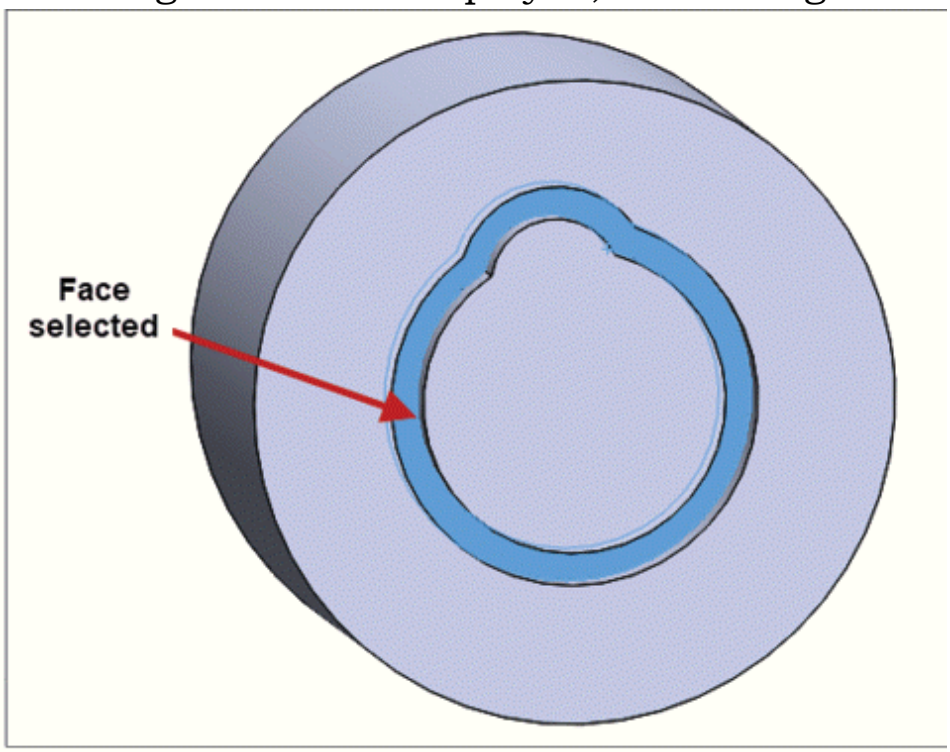

Figure-2. Face selected for face contouring
- Select the faces on the front face of part to be machined; refer to Figure-2. Click on the **OK** button from the dialog box to apply selection. The **C-Axis Toolpath - C-Axis Face**